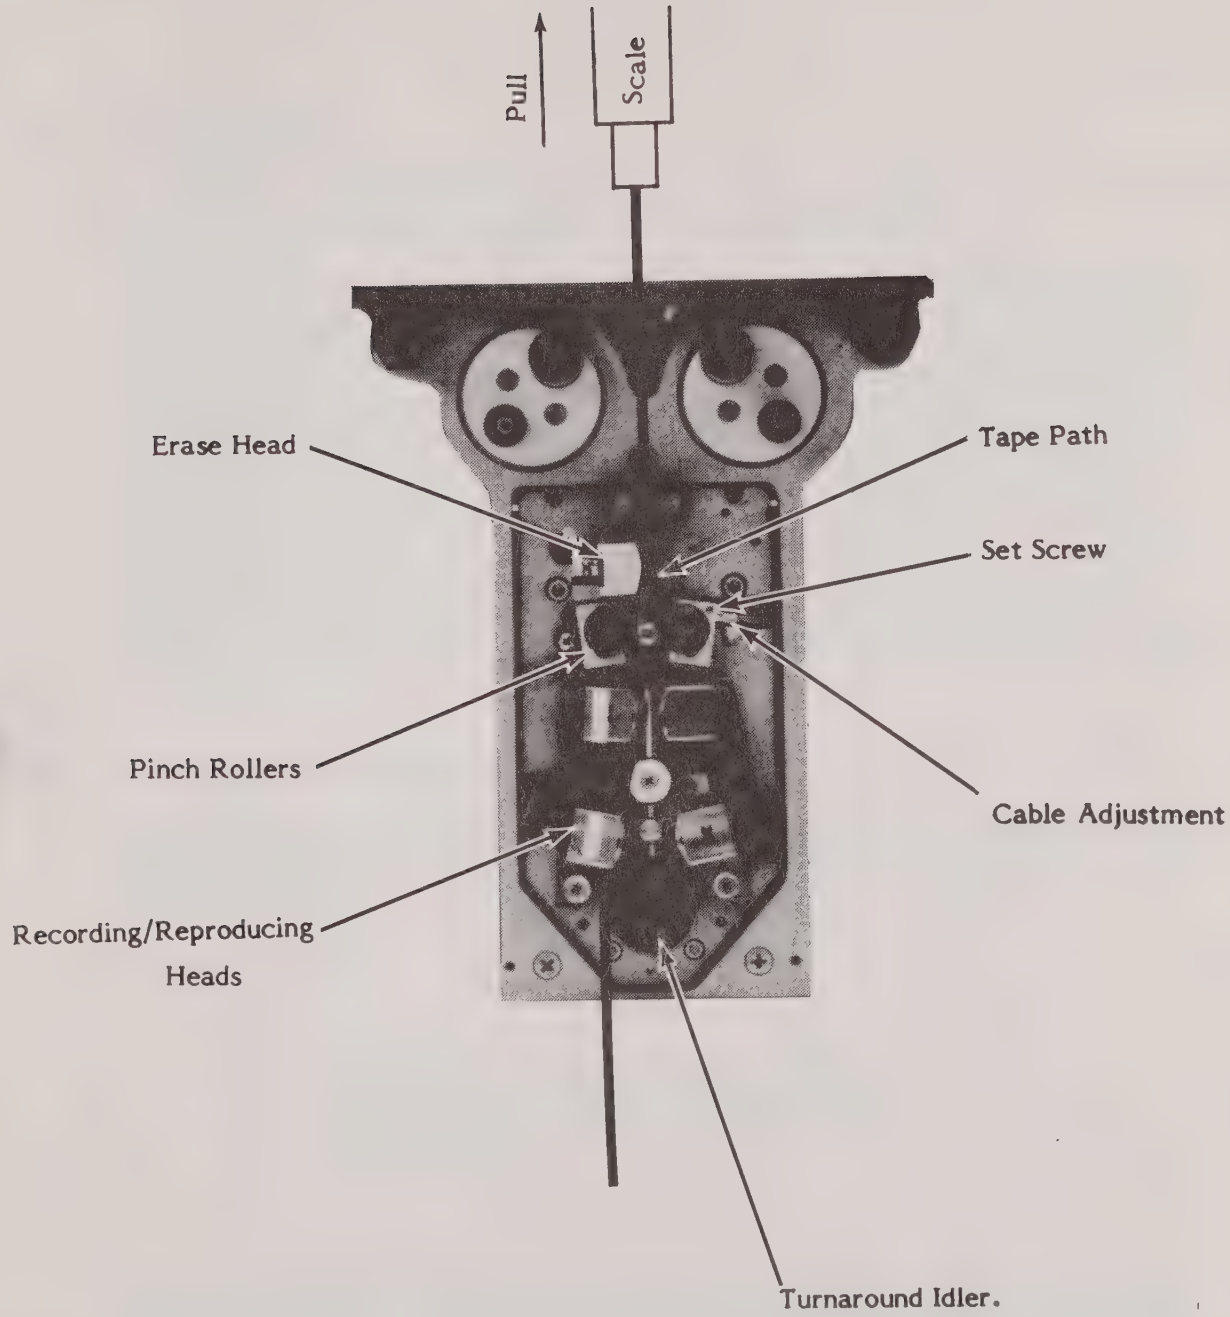

Figure 5-2. Pinch Roller Pressure Measurement
d. Put the recorder into DRIVE mode. Hold the capstan and measure just as the tape breaks away (See Figure 5-2. for test setup).